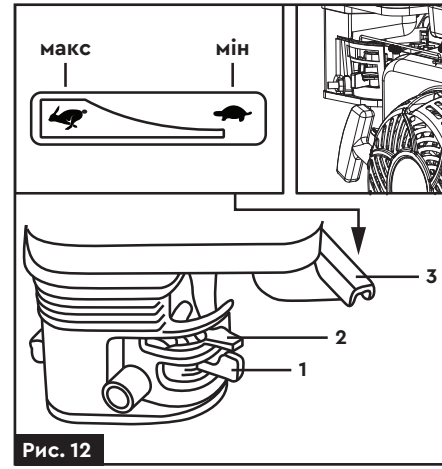

Рис. 12
2. Відкрийте паливний кран, перемістивши важіль управління паливним краном **(1) (рис. 12)** вправо.
1. Відкрийте повітряну заслінку, перемістивши важіль управління повітряною заслінкою **(2) (рис. 12)** вліво.
2. Перемістіть вправо важіль управління дросельною заслінкою **(3) (рис. 12)** в положення **MAX** приблизно на 1/3 ходи важеля.
5. Поступово перемістіть важіль повітряної заслінки **(2) (рис. 12)** в положення **«ВВІМК» (ON)** після того, як двигун прогріється.
6. Перемістіть важіль управління дросельною заслінкою **(3) (рис. 12)** в положення **MAX**, або ви-
7. Перед зупинкою ДВЗ переведіть важіль **(3) (рис. 12)** в положення **MIN** приблизно на 1–2 хвилини, двигун повинен попрацювати на мінімальній кількості обертів колінчастого валу (на холостому ходу).